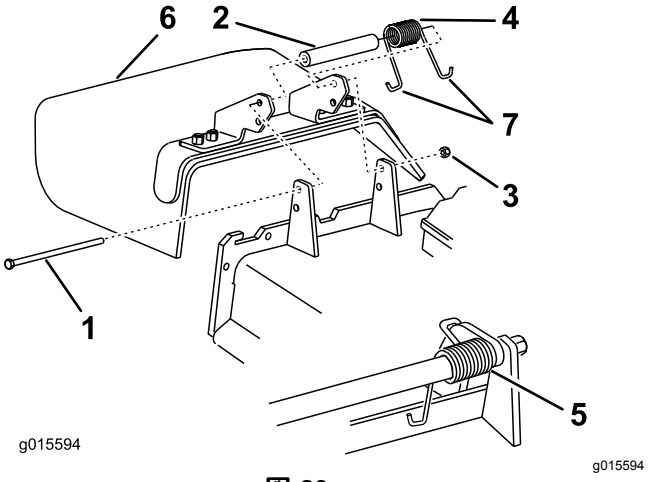

図 89
1. デフレクタをピボットブラケットに固定しているロックナット、ボルト、スプリング、スペーサを外す(図 89)。
2. 破損または古くなっているデフレクタを取り外す図 89。
注 必ず、スプリングのJフック端の1つをデッキエッジの後ろに引っ掛け、それからボルトを図 89のように取り付けてください。
6. J 形端部のひとつをデフレクタに引っ掛ける図 89。